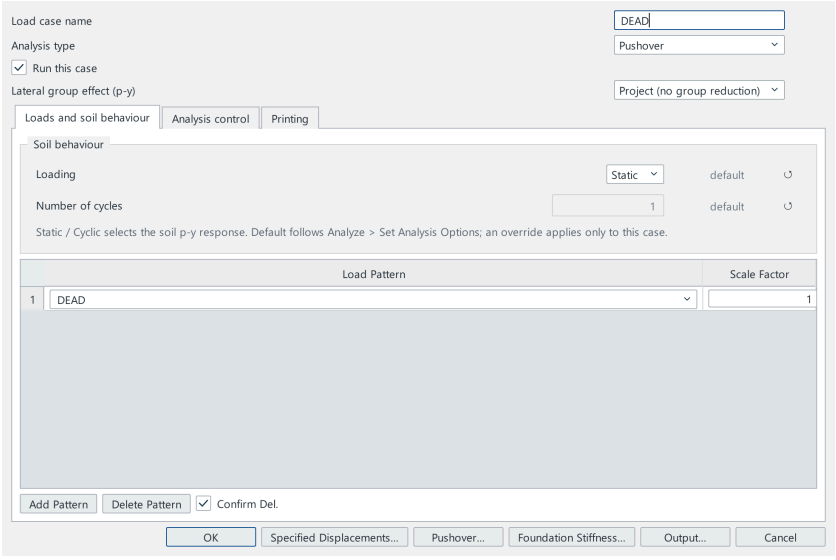

Figure 16.31 — Example 7 — Load Case Data of the pushover case
2. **Define** ▸ **Load Cases…**, case DEAD, **Modify/Show Case…**: analysis type *Pushover* (Figure 16.31); **Pushover…**: the eight load factors and *Hold Uz / Fz constant*, so that the vertical load stays at 2 700 kN while the horizontal load grows from 225 to 2,700 kN.